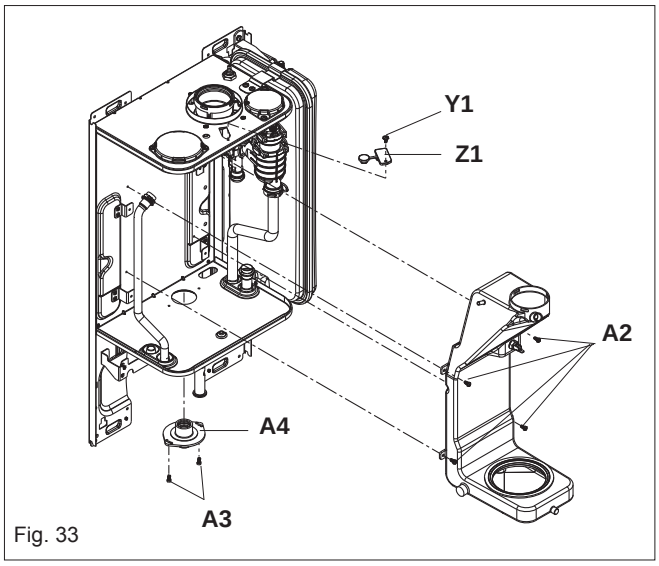

Fig. 33
6.20 FLUE COLLECTOR REMOVAL (fig. 33)
Set the flue gas analyser to read CO2, allow the burner to stabilise and insert the probe into the flue analysis test point (Y1-Z1 fig. 33). The appliance will operate in CO2 mode for approximately 15 minutes.
- Insert the flue gas analyser probe into the flue gas test point (see fig. 33) and compare the values with those shown in section 2 (Nat. Gas) or section 10 (LPG). If different adjust the gas valve according to 7.3.1, 7.3.2, & 7.3.3.